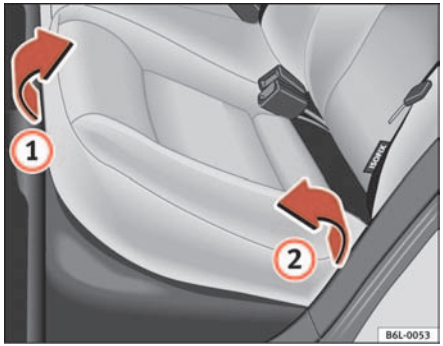
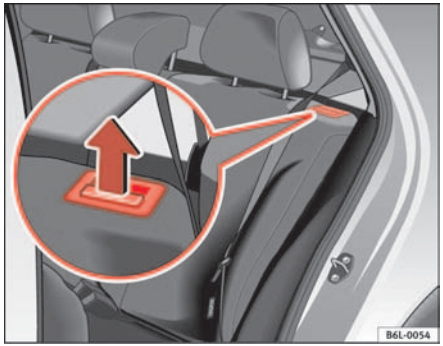

Fig. 73 Folding up the rear seat cushion
Fig. 74 Button for unlocking the rear back-rest
– Pull the front edge of the seat cushion ⇒ fig. 73 (1) upwards in the direction of the arrow.
– Lift the cushion (2) forwards in the direction of the arrow.
– Pull the release button ⇒ fig. 74 in the direction of the arrow and fold the backrest forwards.